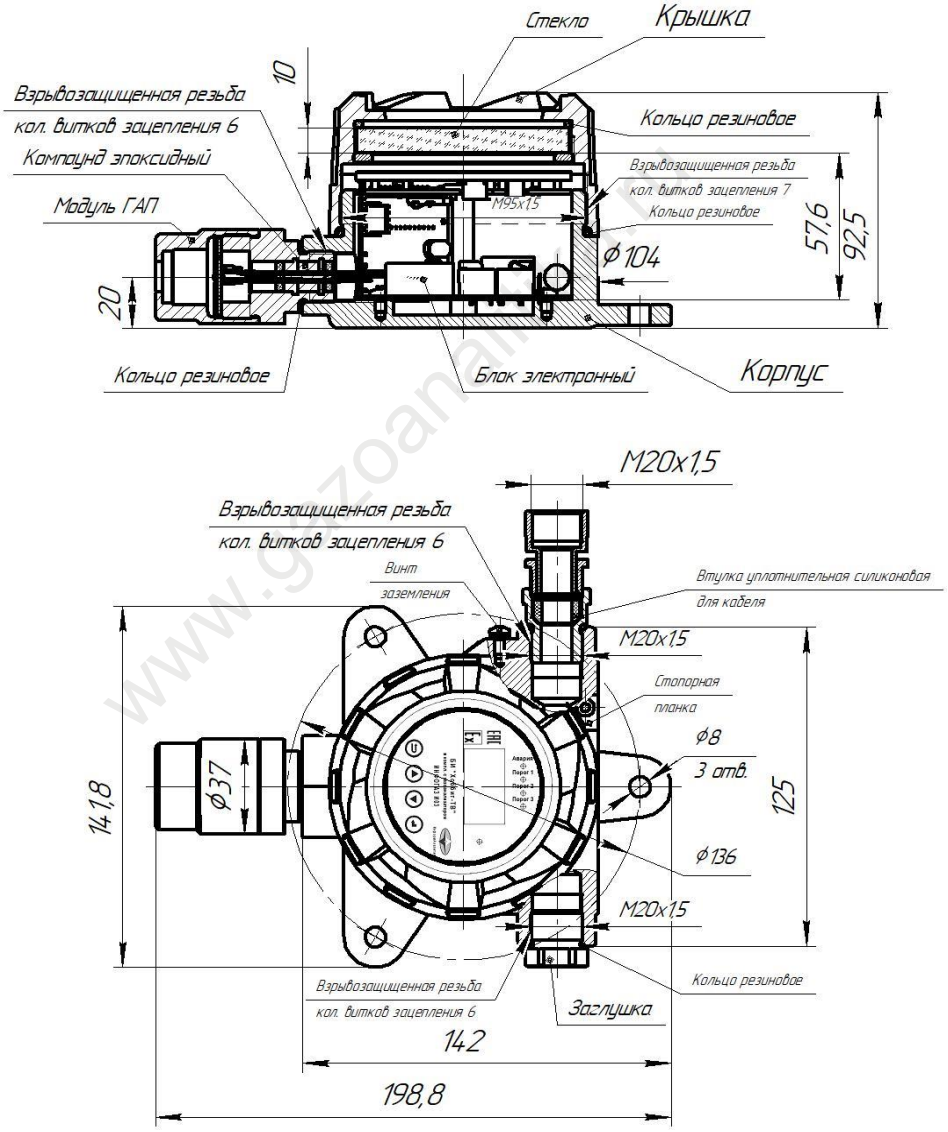

Рисунок 1. Устройство блока индикации
1.4.2.1 Блок индикации помещён в литой корпус из алюминиевого сплава. На корпус навинчена крышка со стеклом, которое уплотняется резиновым кольцом. Под стеклом находится индикаторная панель с цифровым дисплеем и световой сигнализацией по трём пороговым уровням, а также сигнал аварии при отказе связи с ГАП или самого ГАП. Корпус с крышкой является взрывозащищённой оболочкой блока индикации (см. рисунок 1).
2.2.1 При монтаже блока индикации не рекомендуется устанавливать его вблизи сильно нагреваемых поверхностей, источников вибрации и испаряющих емкостей. На месте установки не должно быть сильных потоков воздуха (ветра, сквозняков, вентиляционных потоков). При необходимости установки блока индикации вне помещения, модуль ГАП (см. рис. 1) должен быть защищен от атмосферных осадков и ветра.